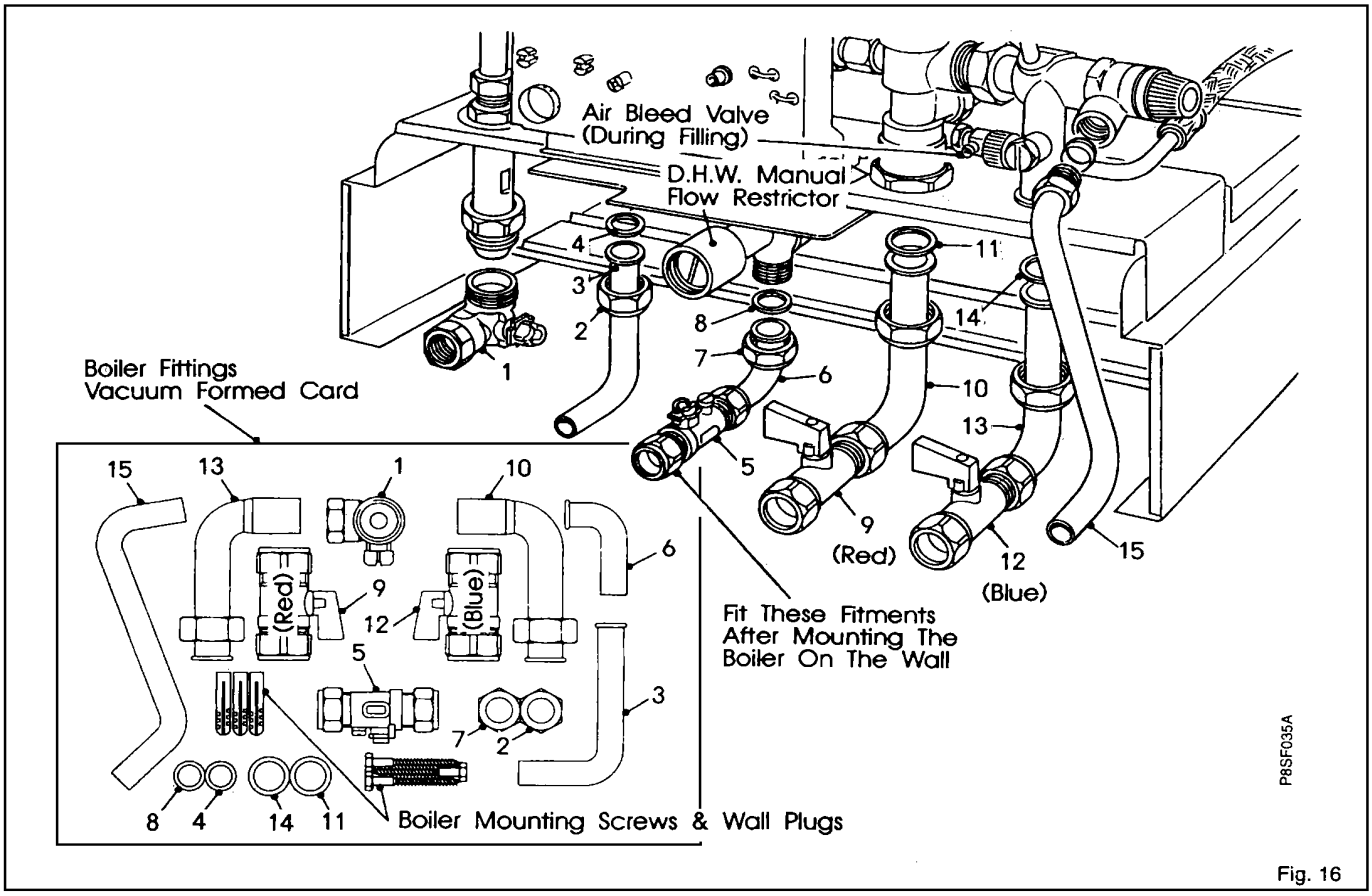

Fig. 16
All connections to the appliance are supplied unassembled in the boiler carton on a vacuum formed card. Remove all fittings and assemble to the appliance. (Fig. 16).
(Fig. 16)
2.4 C.H. Water Connections (Fig. 16)
b) Fill and vent the system until the pressure gauge registers 1.5 bar (21.5 psi), examine for leaks and rectify. Do not overtighten joints. During filling ensure that the plastic screw on top of the automatic air vent is not tight and air can escape. **Do not tighten the air vent screw after filling**. To ease filling an air bleed valve (Fig. 16, Page 17) is fitted to the diverter valve which must be opened until water flows out. The valve should then be closed.